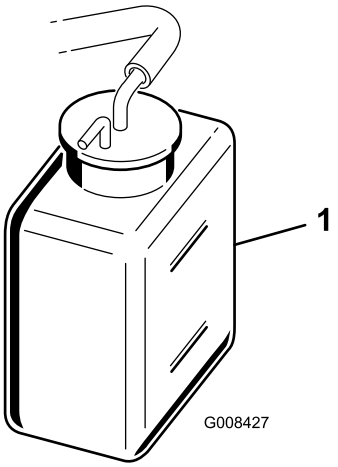

Figuur 31
2. Controleer het koelvloeistofpeil (Figuur 31). Het peil moet tussen de lijnen op de reservetank staan als de motor koud is.